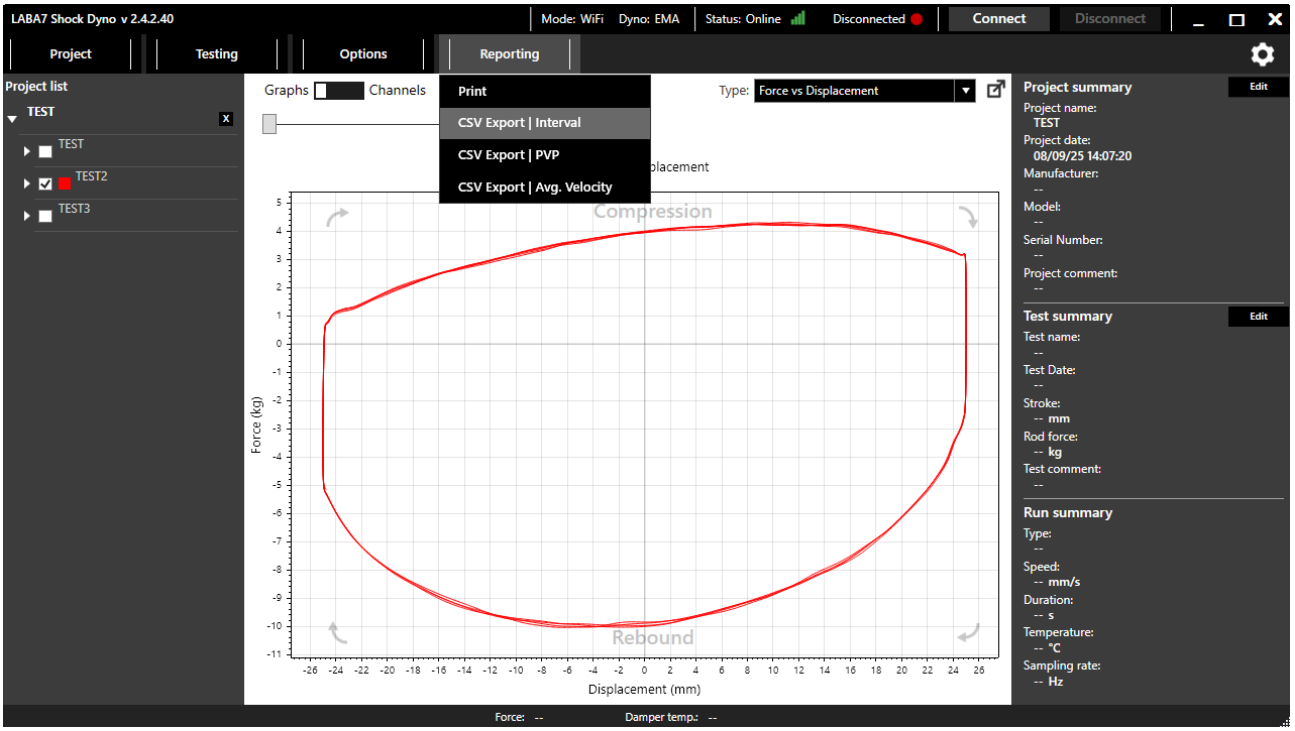

*Figure 67*
2. Press reporting (Figure 67).
2. Press “reporting” (Figure 67).